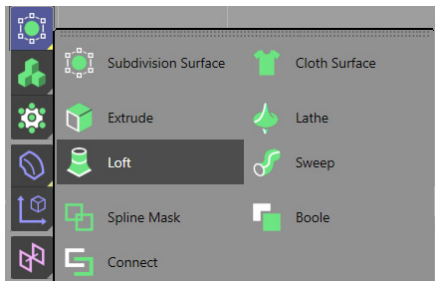

Figure 2-39 *Choosing* ***Loft*** *from the flyout*
14. Press and hold the left mouse button on the **Subdivision surface** tool in the Command Palette; a flyout is displayed. Choose the **Loft** tool from the flyout, as shown in Figure 2-39; *Loft* is added to the Object Manager.